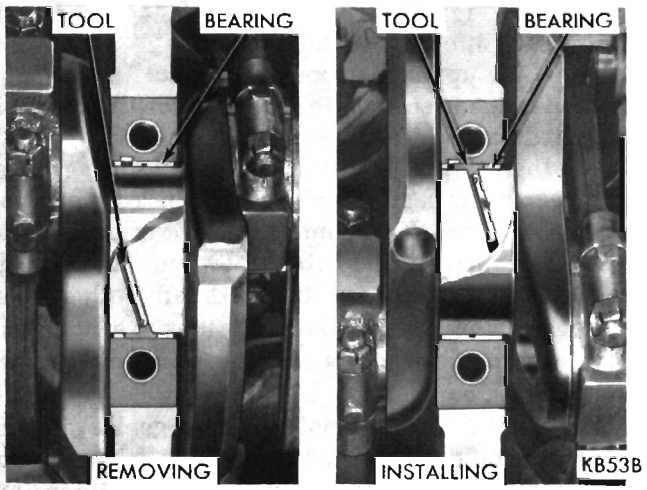

Fig. 45—Removing or Installing Upper Main Bearing
(1) Remove oil pan and inspect the bearing cap identifying numbers.
(2) Remove bearing caps one at a time. Remove upper half of bearing by inserting Tool C-3059 (Fig. 45) in the oil hole of crankshaft.
(3) Slowly rotate crankshaft clockwise, forcing out upper half of bearing shell.
(1) Start bearing in place, and insert Tool C-3059 into oil hole of crankshaft (Fig. 45).
(2) Slowly rotate crankshaft counter-clockwise sliding the bearing into position. Remove Tool C-3059.